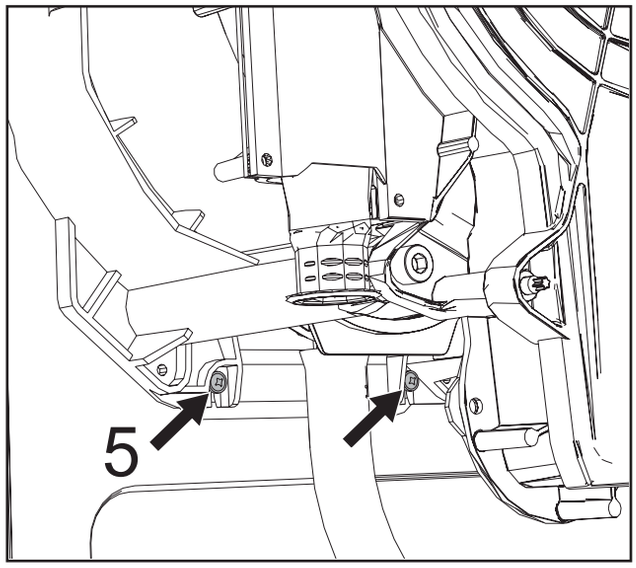

Рис. 50
- Ослабьте 2 **нижних винта «5»,** служащих для крепления теплообменника к раме (рис. 50).